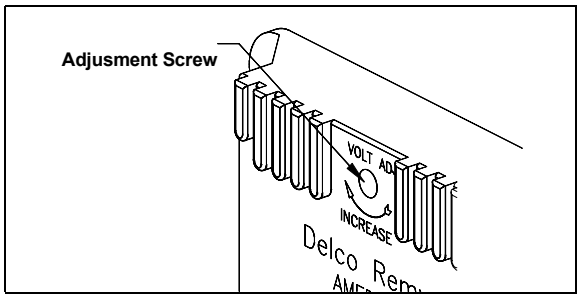

FIGURE 29: ADJUSTING REGULATOR VOLTAGE SETTING 06418
4. If not, the desired setting can be obtained by removing the plug from the voltage regulator cover and slightly turning the adjusting screw inside the regulator. Turn the adjusting screw clockwise to increase the voltage setting or counterclockwise to decrease it. See figure 29 for details.
Resistor R2 = Turn voltage adjustment screw (identified in figure 29) with ohmmeter connecting each way. Reading should change as slotted screw is turned. If not, replace R2.